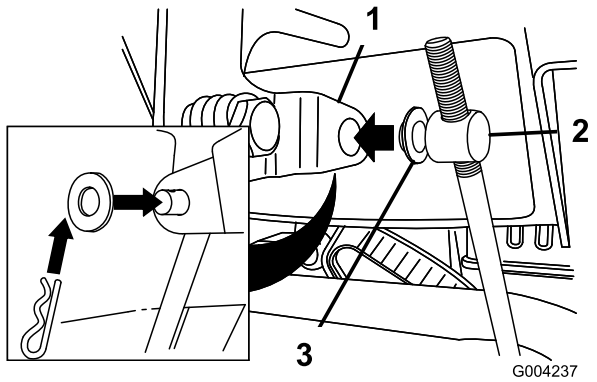

Figura 11
3. Togliete la coppiglia a forcina e la rondella esterna dal barilotto sul lato superiore dell'asta di comando della velocità (Figura 11).
Nota: Per agevolare l'installazione lasciate la rondella piana sul barilotto (Figura 11).
6. Sollevate l'asta di comando della velocità ed inserite il barilotto nel foro della leva di selezione della velocità (Figura 11).